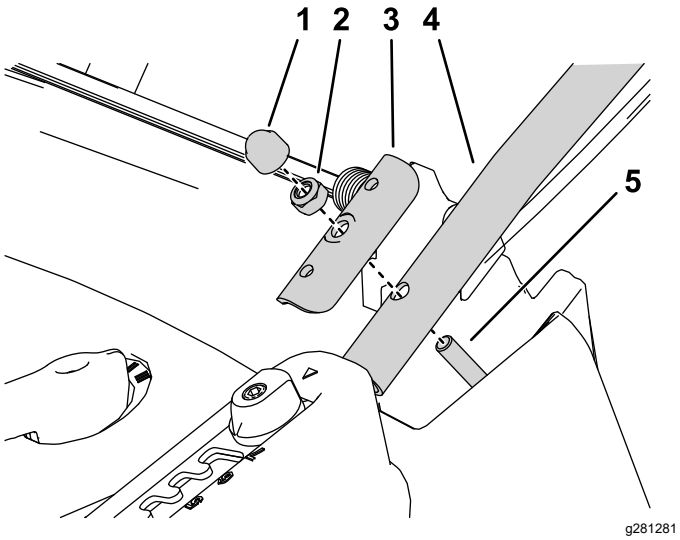

Rysunek 3
2. Zamontuj obie dolne części uchwytu po każdej ze stron kosiarki u góry podwozia tnącego, używając płyty dociskowej i sześciokątnej nakrętki zabezpieczającej odkręconej w poprzednim kroku (Rysunek 3).